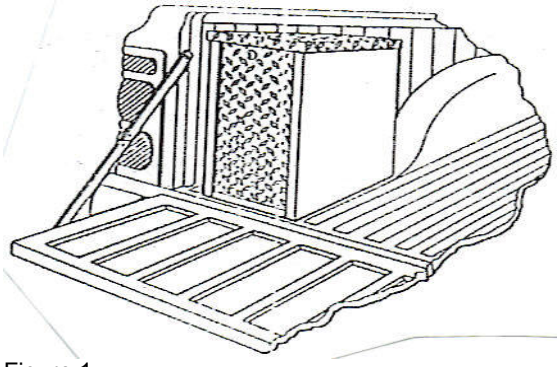

Figure 1
10. Align the mounting plate holes up with the ones that you have drilled. Install the four (A) large 2” bolts with flat (D) washers through the mounting plate and the hole you have drilled. (See Figure 1).
11. From the underside of the bed, install a large flat (D) washer and a large (E) lock nut to each bolt and tighten. Check the mounting plate for proper alignment and secure all four lock nuts completely.